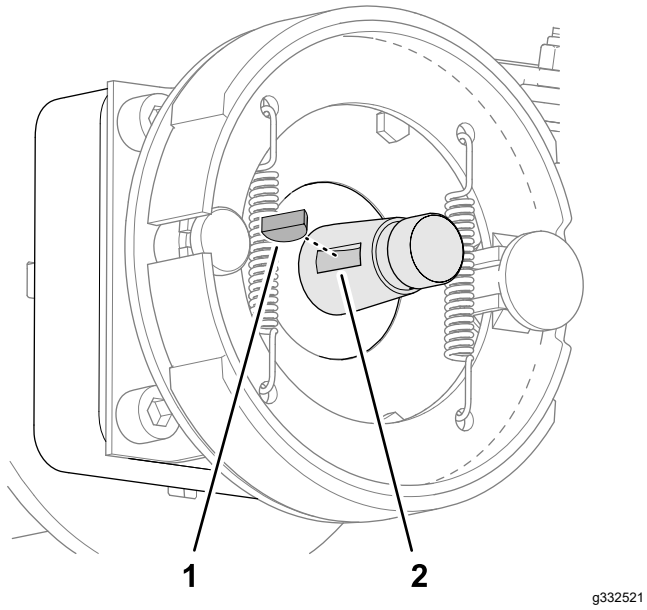

Figuur 63
5. Verwijder de schijfspie van de wielmotoras (Figuur 63).